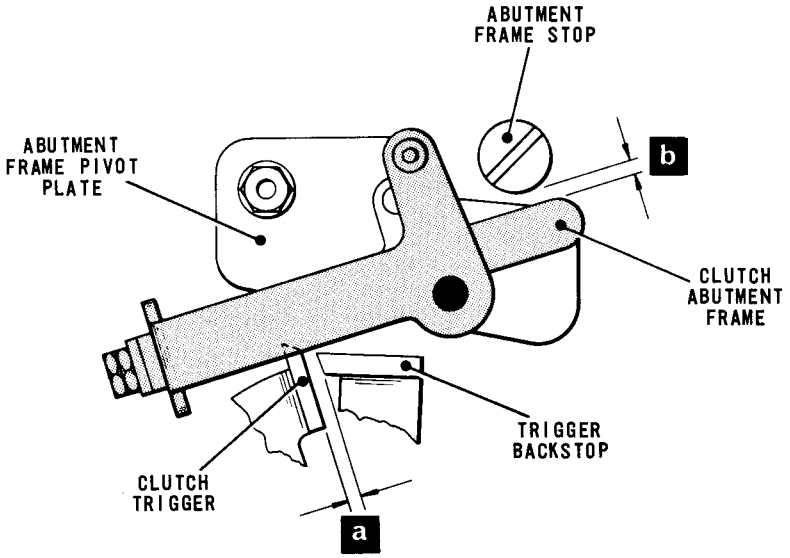

Fig. 4.2 TRANSLATOR CLUTCH TRIGGER MECHANISM
3.1 With the translator camshaft in the rest condition and the retention lever roller located in its recess in the retention cam, check that there is a clearance of .010 – .020 in. (dimension 'a') between the clutch trigger, Fig.4.2, and the trigger backstop.
4.1 With the translator camshaft in the rest condition and the retention lever roller located in its recess in the retention cam, insert a .022 in. feeler gauge between the tail of the clutch abutment frame, Fig.4.2, and its eccentric stop (i.e. set up dimension 'b'). Check that this action does not cause the clutch to trip.